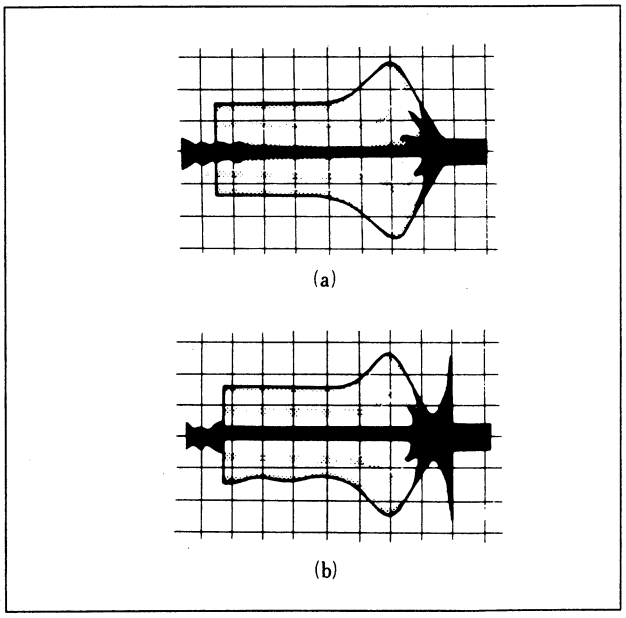

図4-11.
5) このとき，出口自由波形が図4-11.(a),(b) に示す範囲内であることを確認する。